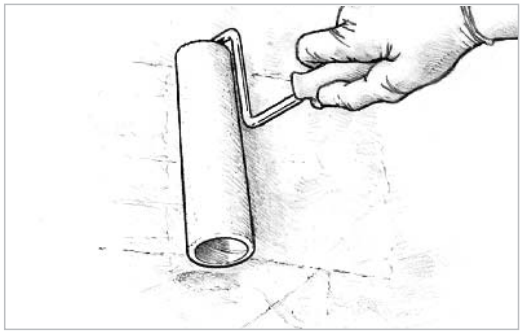

Figure 9-23 *Apply the epoxy in thin even coats using a thin foam roller.*
4. Roll lightly and randomly over an area approximately 2' × 2' to transfer the epoxy evenly over the area *(Figure 9-23)*.